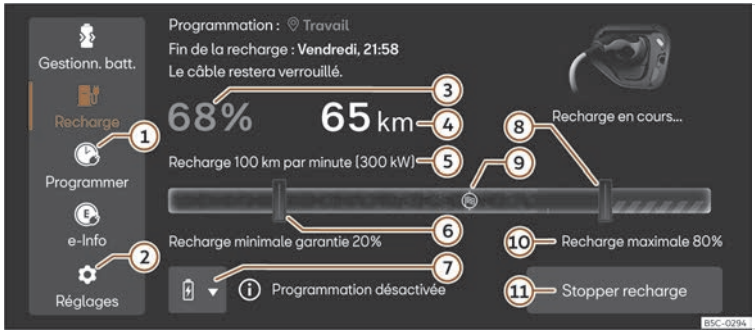

Fig. 66 Sur le système d'infodivertissement : menu principal Charge.
2. Appuyez sur le bouton ⚙ ② ››› **fig. 66**.